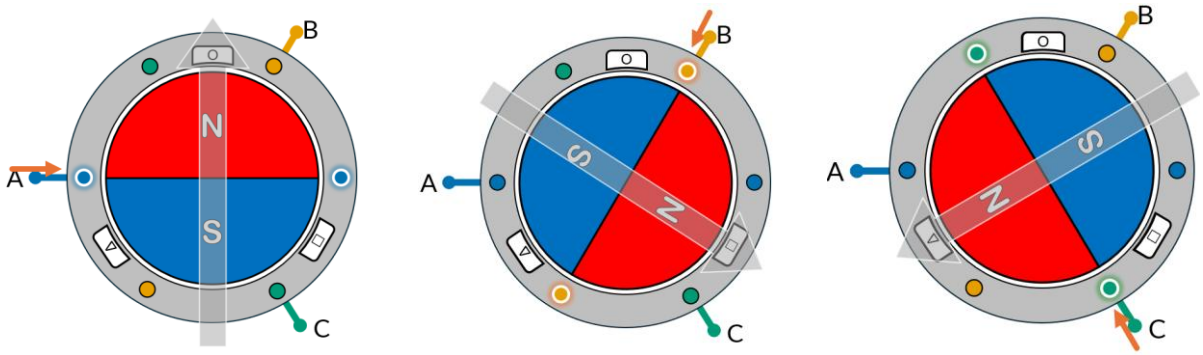

Figure 1. Magnet positions and magnetic fields when energizing a single coils with all 3 enabled
5. As noted in the concept reviews, the hall sensor outputs a 1 when they detect a north pole in the magnet close by. When energizing a coil, a magnetic field is generated. In this special case where 3 coils are enabled, 1 as high and 2 as low, the magnetic field generated is as shown with a white arrow in Figure 1, which would move the magnet into the positions shown in the image. Note that the figure has coils named A, B, and C, and the sensors are denoted with shapes: a circle, triangle and square.
6. Run bldc_hall.py, it will run for 30 seconds, look at the printed output, note what hall sensor goes high when each of the coils is activated. Note that the motor might feel like it changed and the print might happen a second later. It is expected. Based on that, where would you place sensor 1, 2 and 3 in Figure 1? Which one would be the circle, triangle and square?